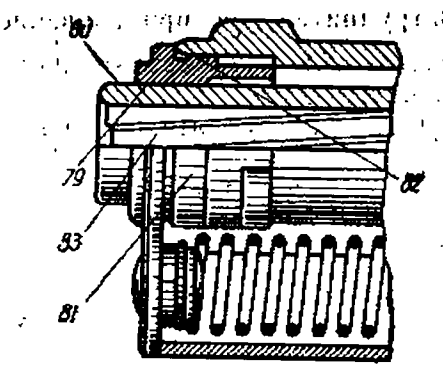

Рис. 29
а) Износ канала направляющей втулки (*79* на рис. 29) и поверхности дульной части ствола (*80* на рис. 29).
б) Износ наружного диаметра втулки (*81* на рис. 29) и канала для нее в кожухе затвора (*82* на рис. 29).
2. Износ канала ствола с дульной части (*83* на рис. 29). Проверить состояние канала ствола калибром № 2 (0,"304), взятым из серии войсковых калибров по револьверу Наган. Калибр № 2 в стволах, не бывших в употреблении, не должен входить в канал с дульной части; в стволах, бывших в употреблении, допускается вхождение его до 10 *мм* при условии нормального боя.	При неудовлетворительной кучности боя ствола, имеющего износ канала, заменить пистолет.